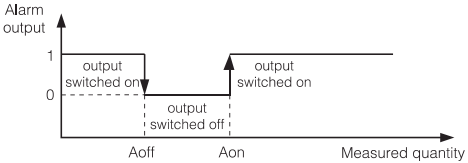

Fig. 15. Alarm types: a) n-on, b) n-off c) on d) off.
b) kind of the alarm output operation – choose one from 6 modes n-on, n-off, on, off, h-on and h-off. Working modes have been presented on the fig. 15,
Exemplary configuration of alarms 1-4 is presented on the fig. 15.